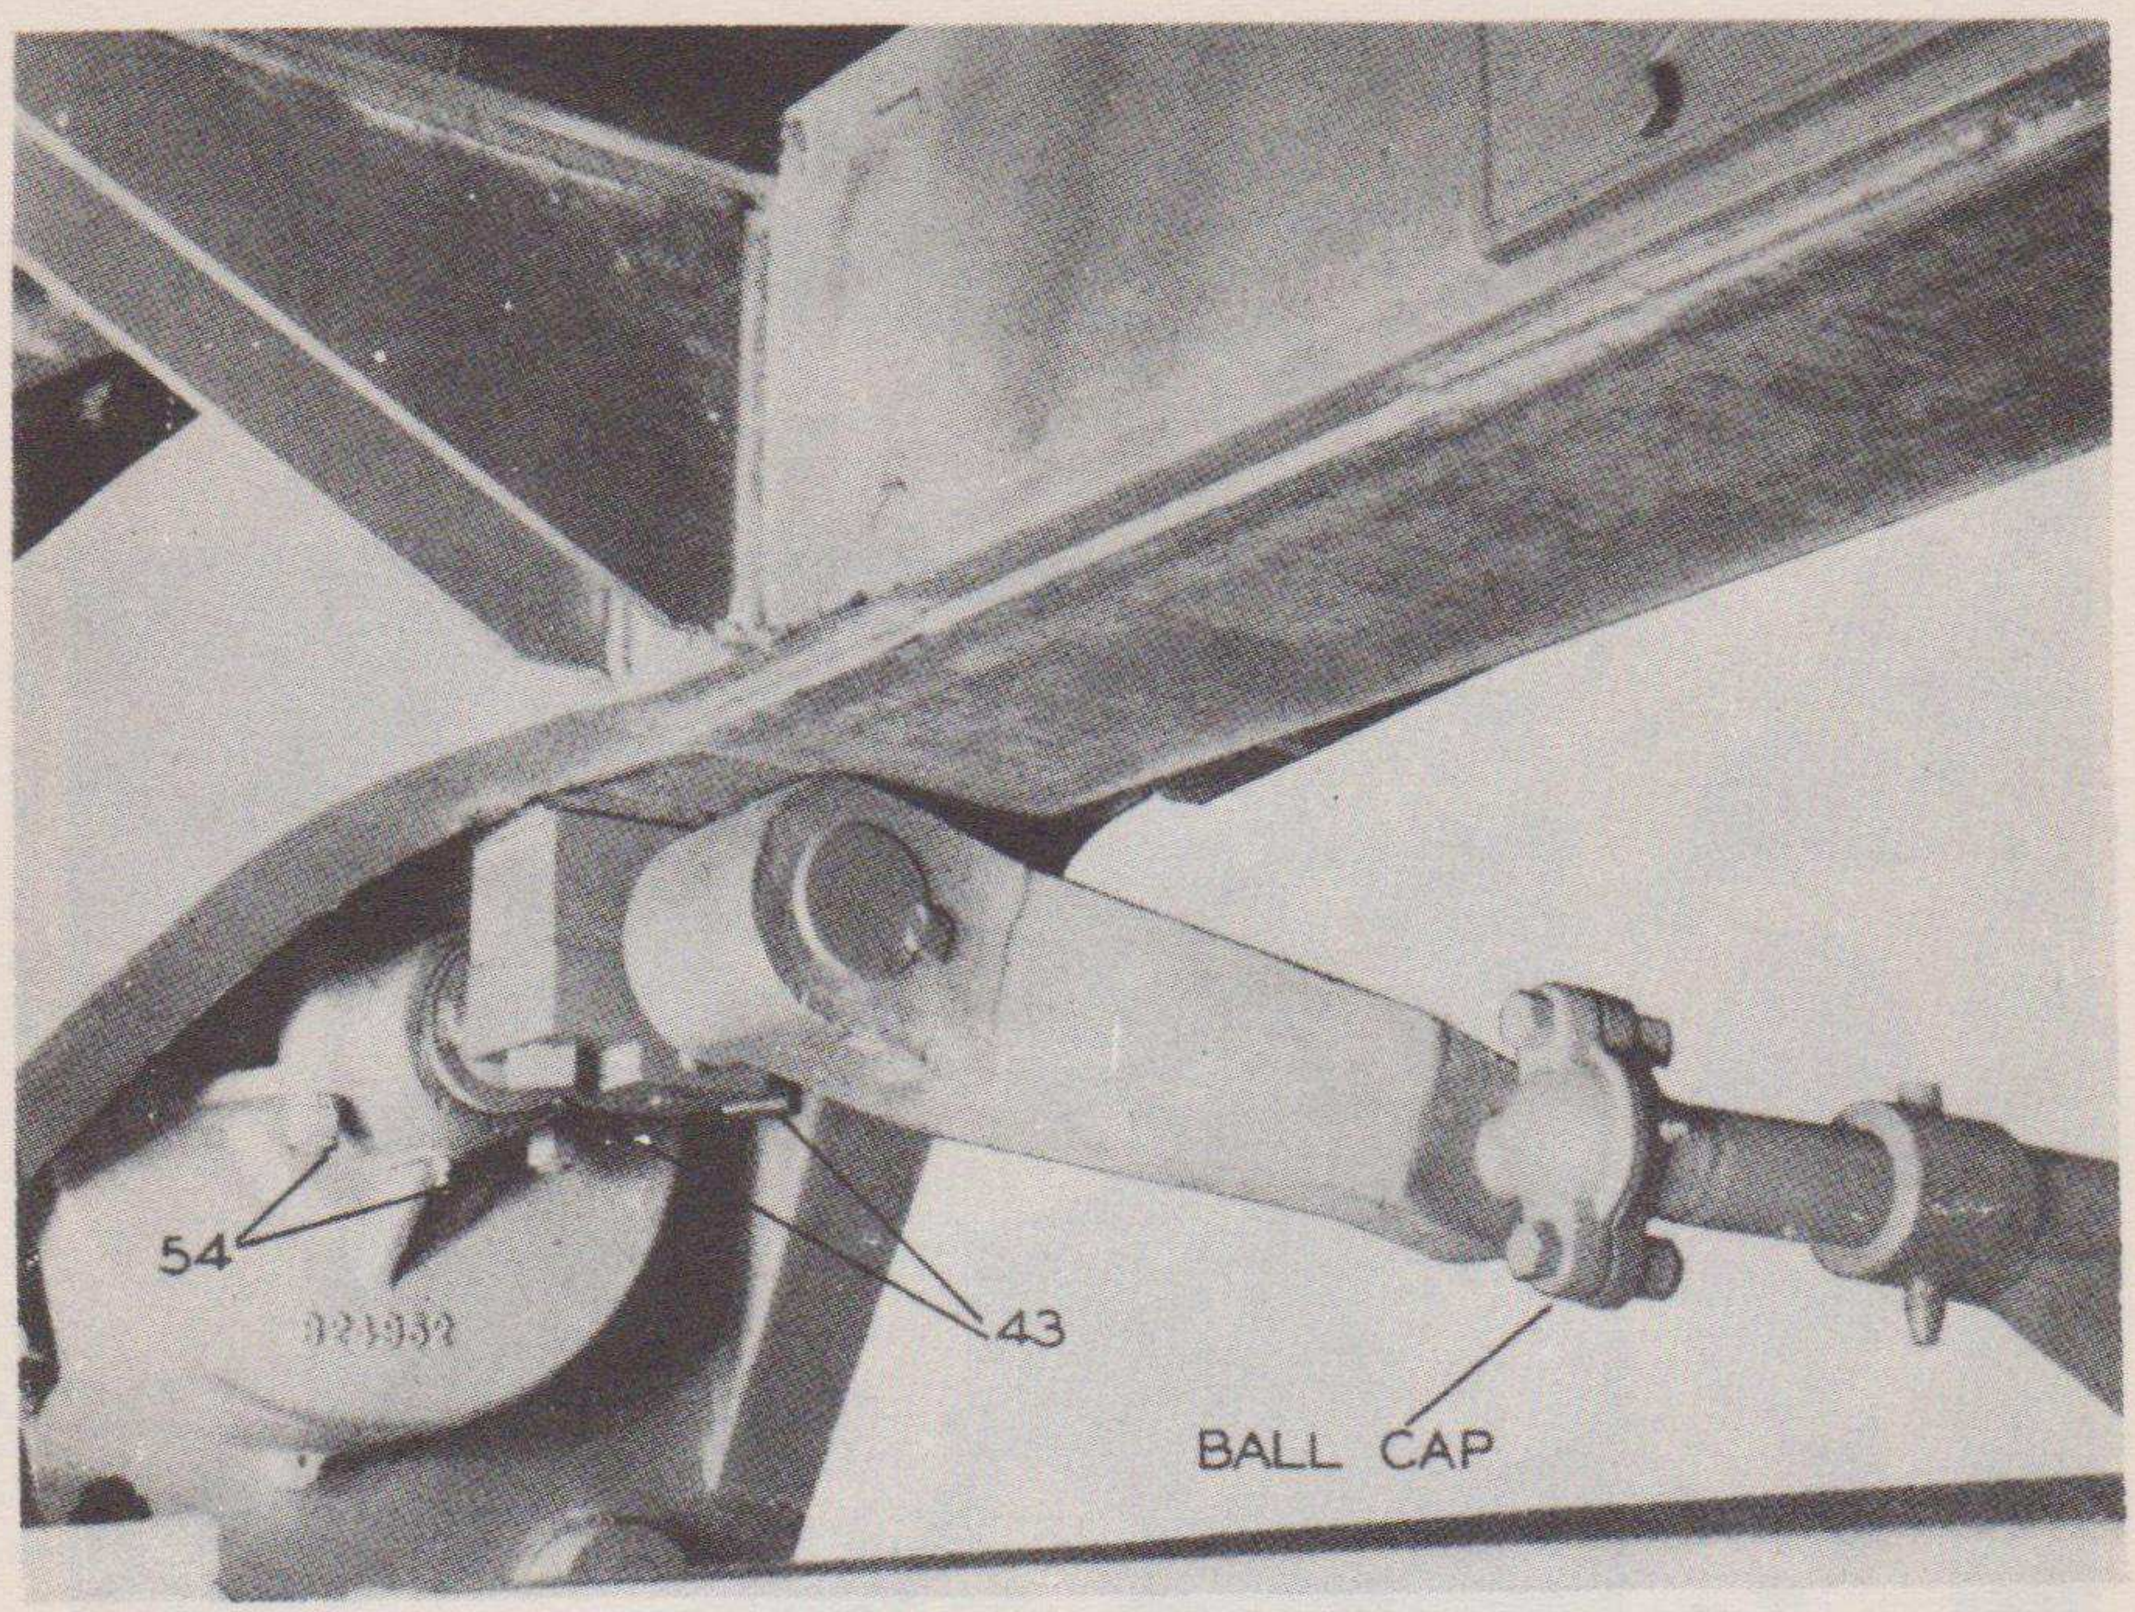
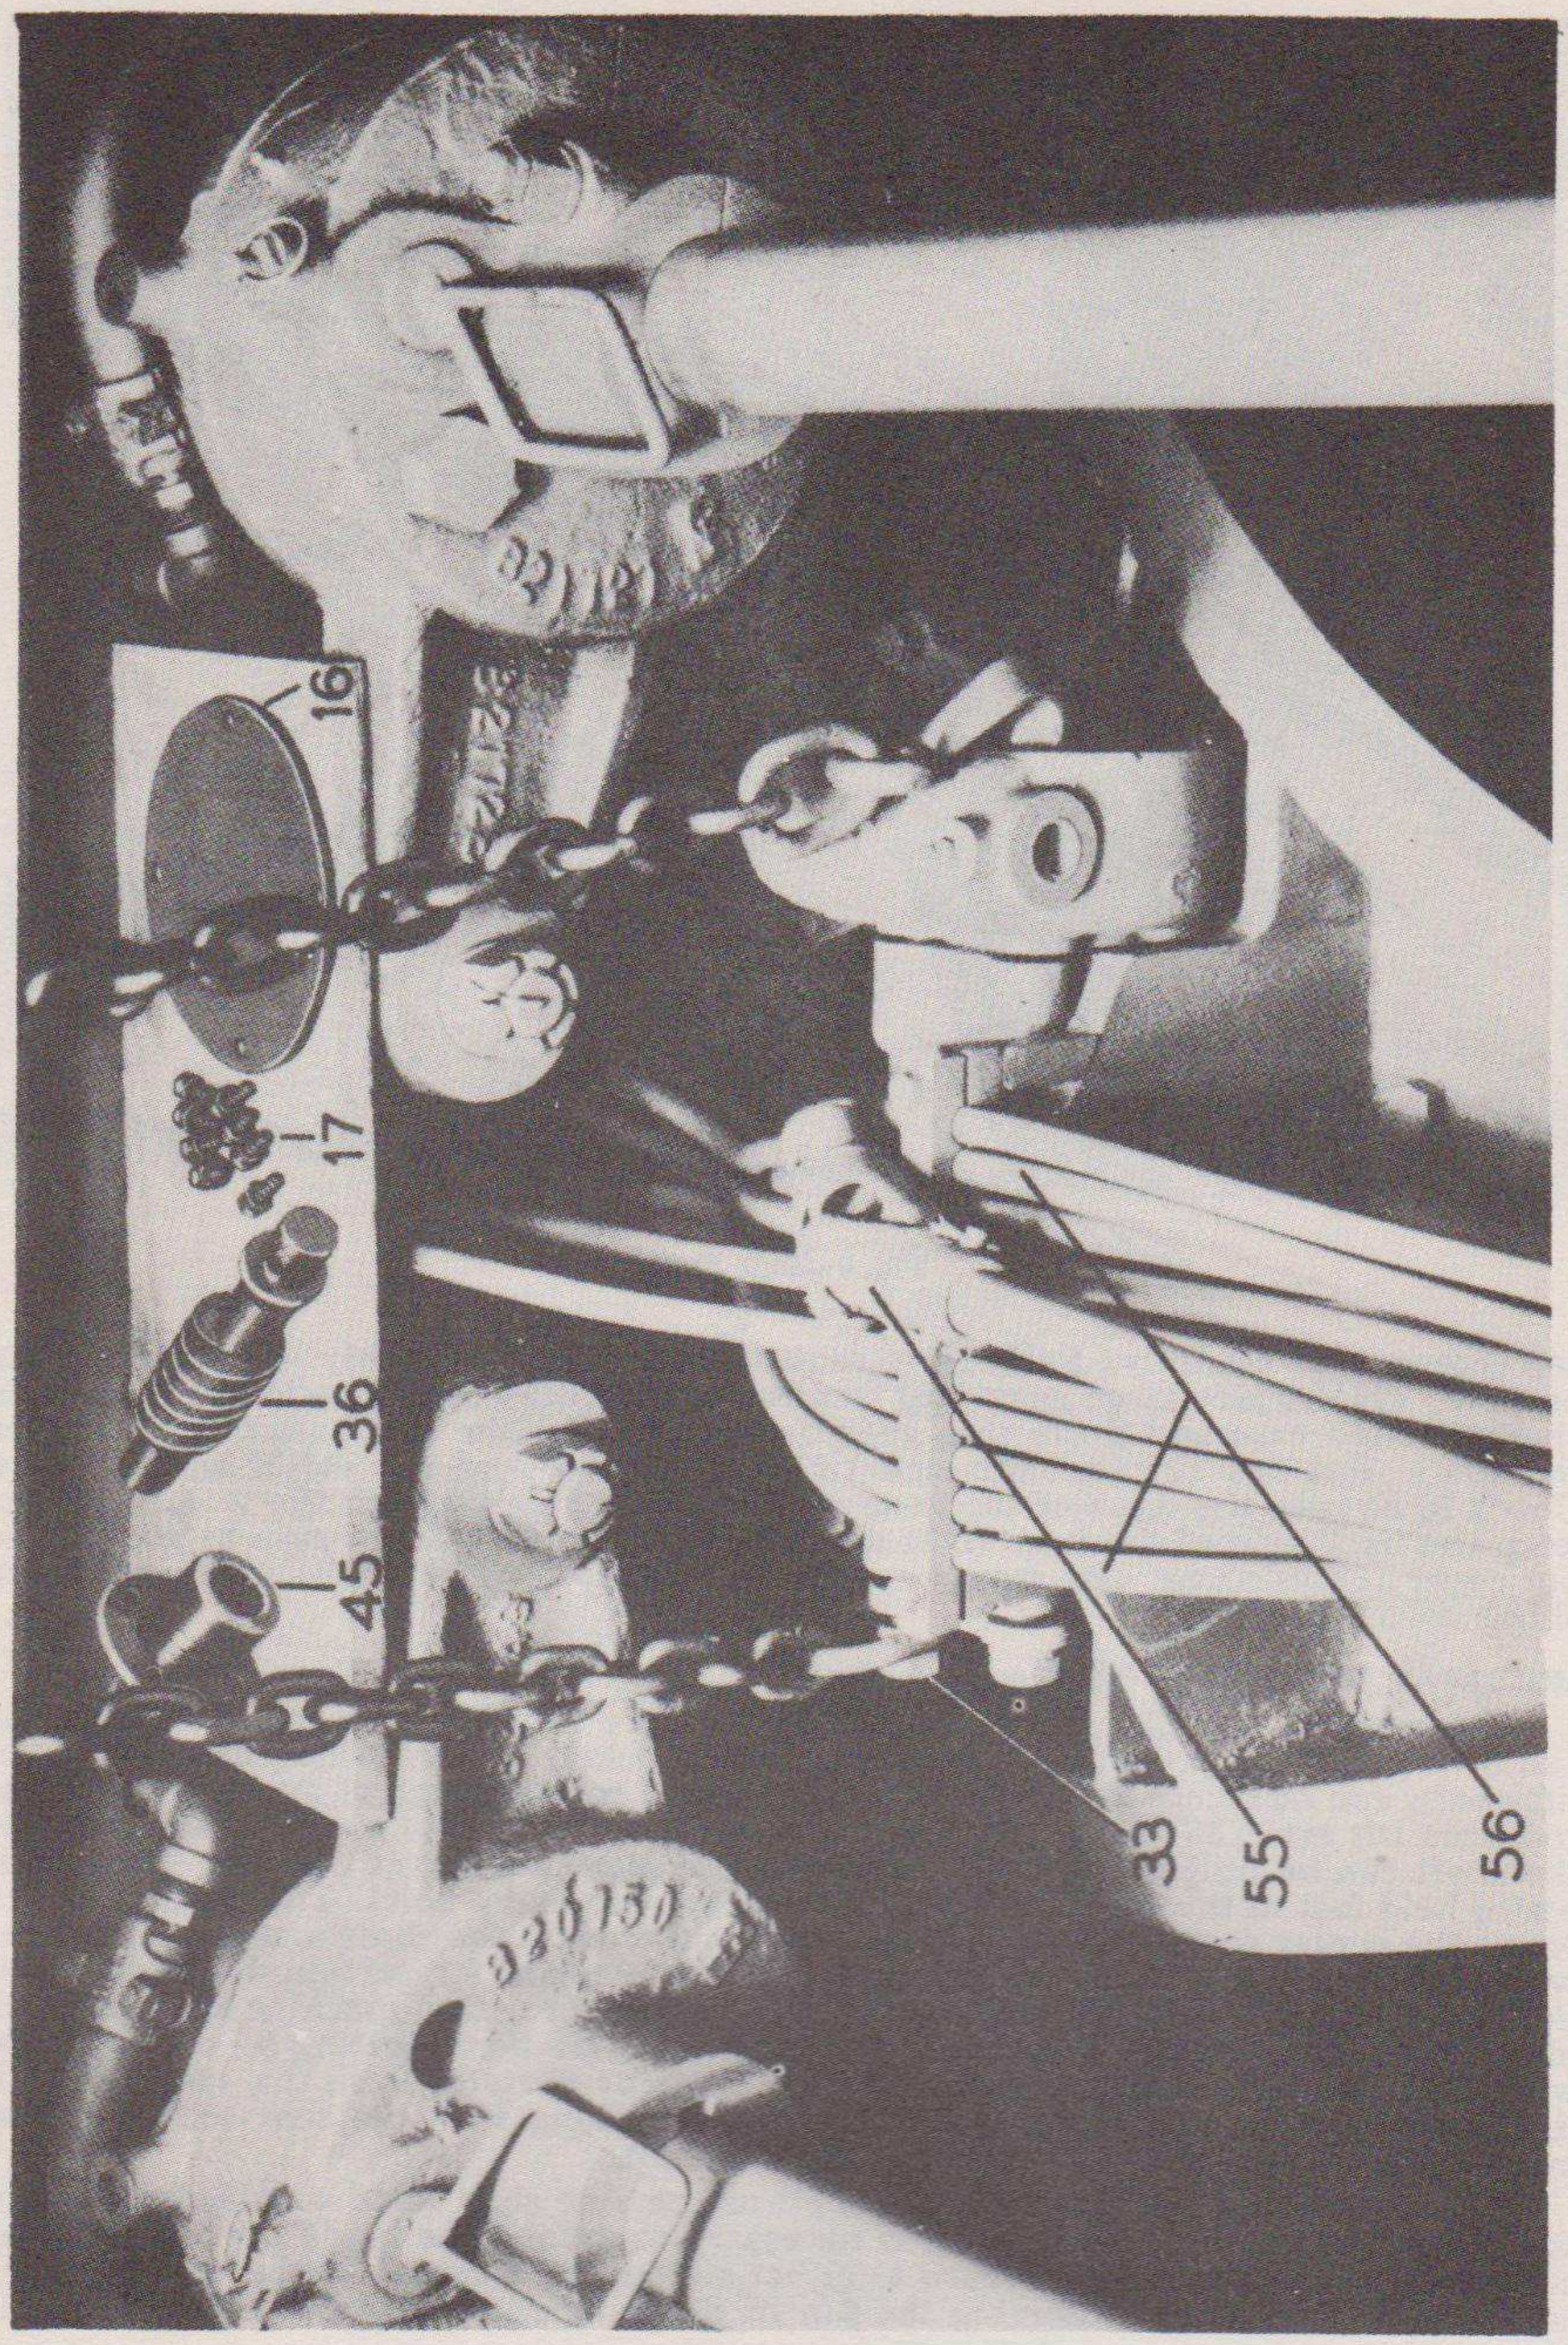

Fig. 5—Side Shift
Fig. 6—Side Shift—Removal of Case
SIDE SHIFT CASE (See Figures 5, 6 and 7)
Disconnect side shift hang rod from ball stud by removing ball cap, Figure 5. Disconnect universal joints (55), Figure 6, from worm shaft at drive reduction case. Remove cap screws in retainer (45) and turn worm and shaft (36) to right and remove one top cap screw (33) and thread cap screw through a link of one chain from hoist and replace. Hook on other chain from hoist to be secured in drive reduction case (38). It is necessary that hoist chains be long enough to permit lowering side shift assembly to floor or ground level for removal clearance under grader frame and to prevent chains doing damage to copper hyd. lines (56). Tighten hoist chains to support weight when bolts (54 and 43), Figure 5, are removed. Remove bolts (54 and 43) holding side shift case to frame and lower from frame of grader.